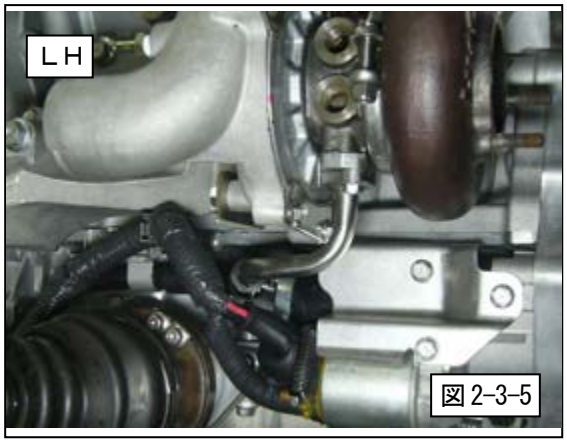

図 2-3-5
(3) オイルアウトパイプ（純正品再使用）を取付けてください。(図 2-3-5, 2-3-6)